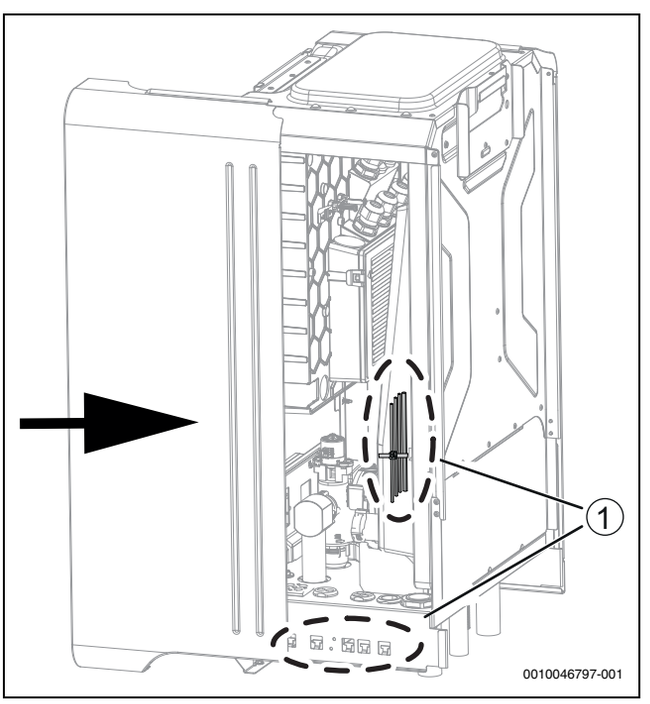

Fig. 29 Faites glisser le couvercle latéral en place
- Assurez-vous qu'aucun câble n'est coincé entre le capot latéral et la structure (→Figure 29 [1]).